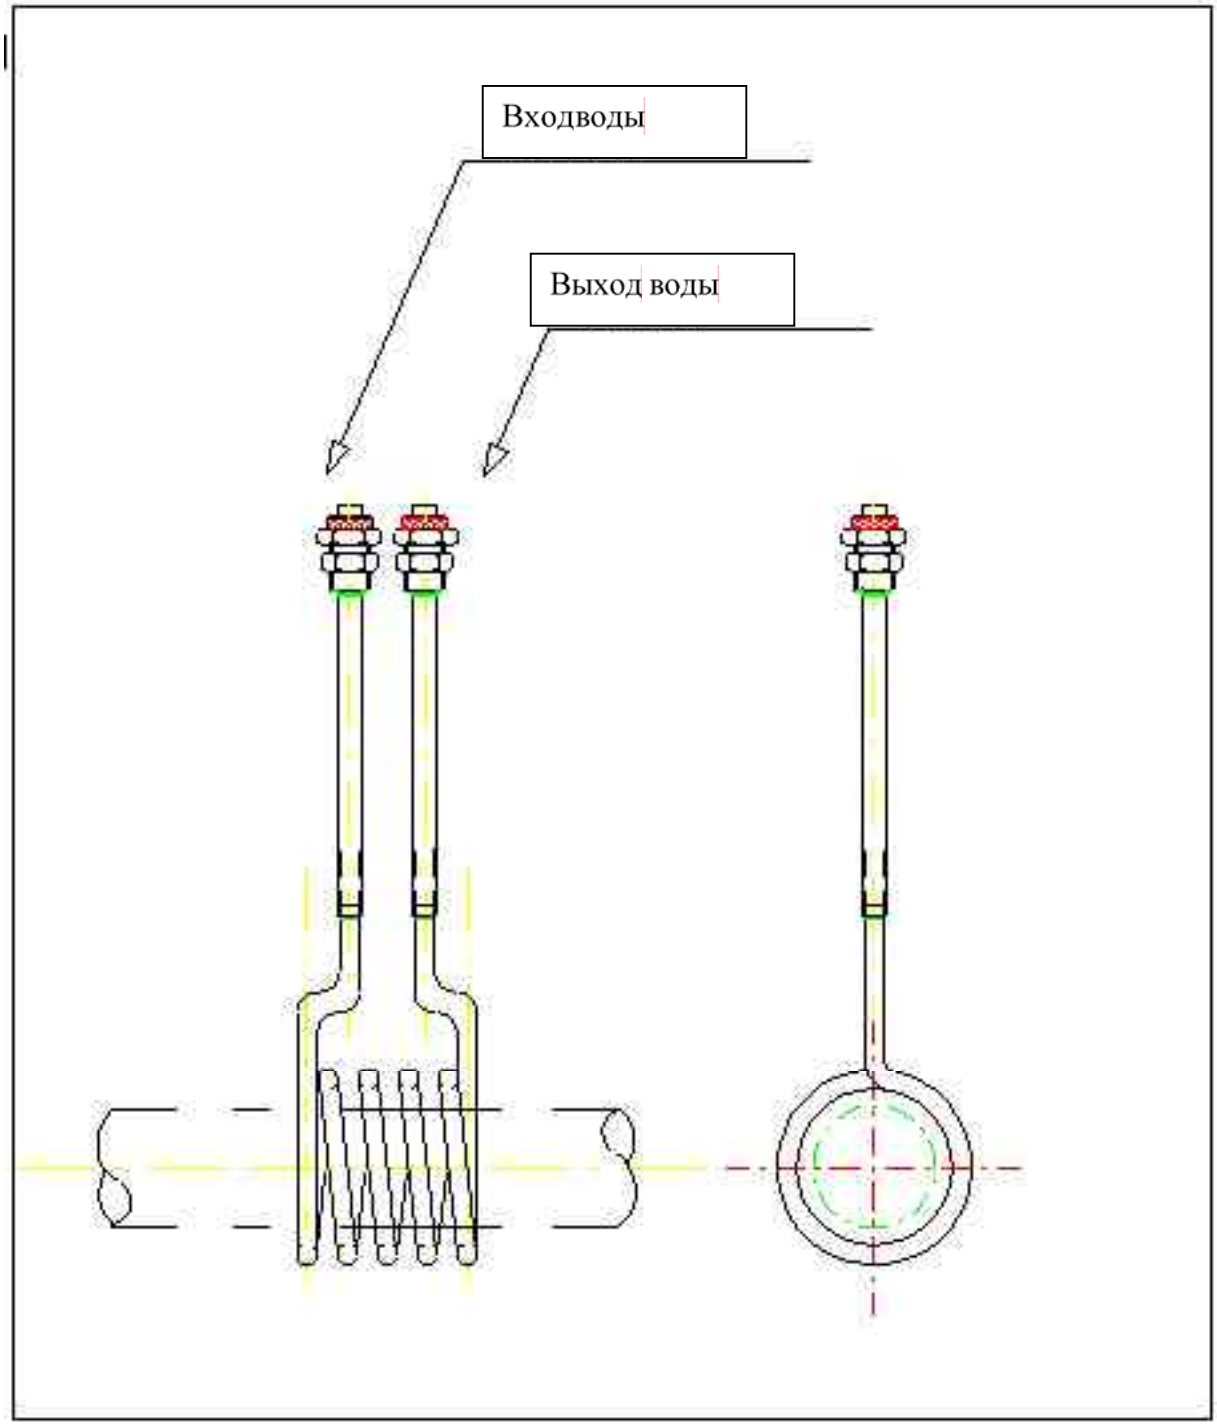

Рисунок 12.3: индуктор
**Рекомендации по производству** (рисунок 12.3)